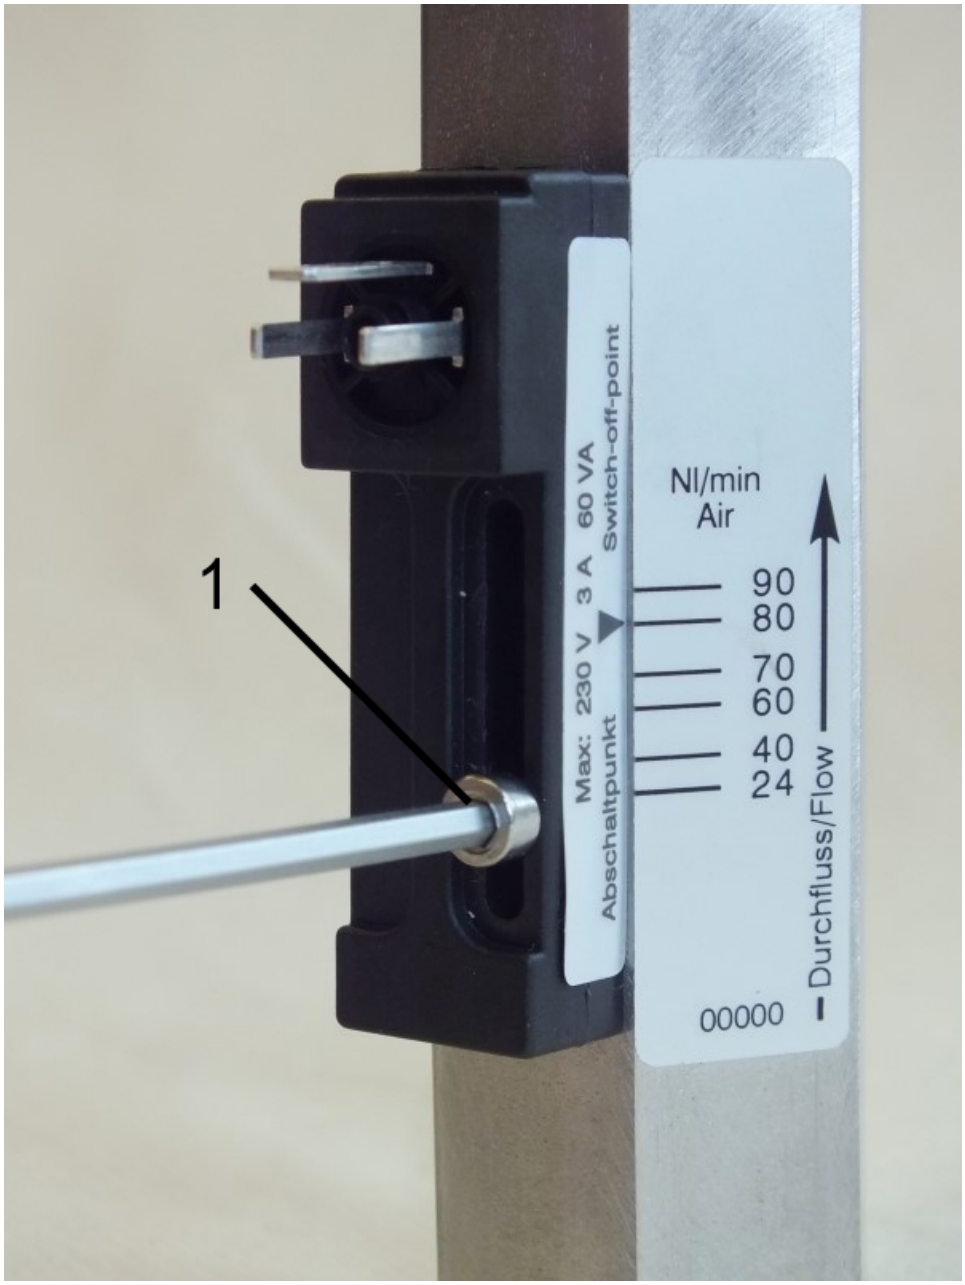

Fig. 32: Loosen set screw
1. Loosen the set screw of the switch contact (*Fig. 32*/1) using a Hex screwdriver.
3. Re-tighten the set screw of the switch contact (*Fig. 32*/1) using a Hex screwdriver. When doing so, observe the correct tightening torque of the screw.